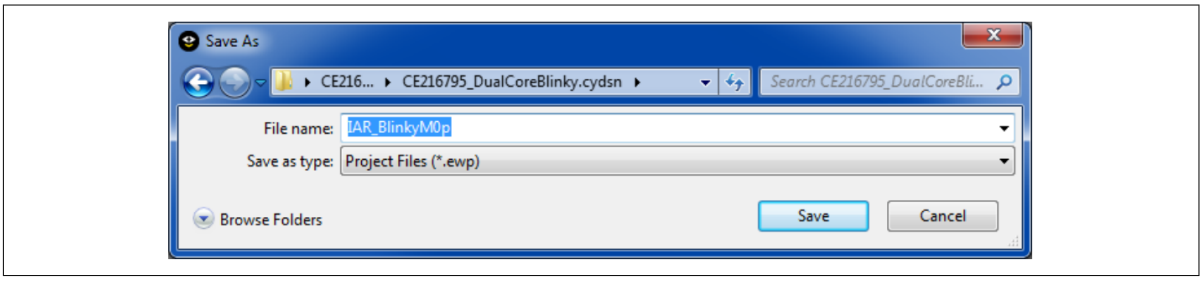

**図 32　　CM0+用 IAR Embedded Workbench プロジェクトの生成**
**推奨:** ダイアログ (図 32) の保存で、元の PSOC™ Creator プロジェクト名とターゲット CPU に基づいてプロジェクトに名前を付けてください。例えば、CE216795 デュアルコア点滅プロジェクトの場合は、CM0+ CPU 用の µVision プロジェクト IAR_BlinkyM0p を作成してください。
前のステップを繰り返して、CM4 用の 2 番目のプロジェクトを作成してください。**推奨:** オリジナルの PSOC ™ Creator プロジェクト名とターゲット CPU に基づいてプロジェクトに名前を付けてください。例えば、CE216795 デュアルコア点滅プロジェクトの場合は、IAR-EW プロジェクト `IAR_BlinkyM4` を作成してください。図 32 を参照してください。プロジェクトを CM0+プロジェクトと同様に構成してください。以下の違いがあります。
- CM4 プロジェクトは CM0+プロジェクトと同じフォルダになければなりません。この場合、自身の PSOC ™ Creator `<project>.cydsn` フォルダです。図 32 を参照してください。